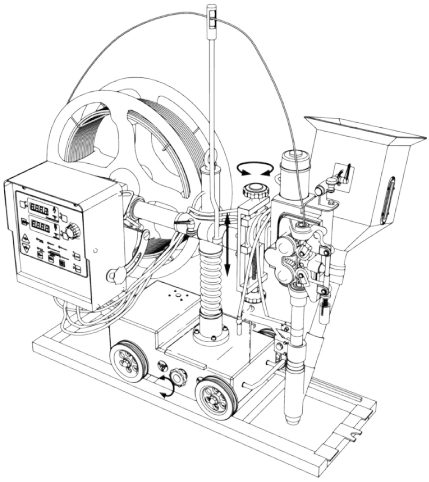

Рис. 8.7. Регулировка высоты сварочной головки.
6. Отрегулируйте высоту сварочной головки с помощью регулировки высоты (см. рис. 8.7).